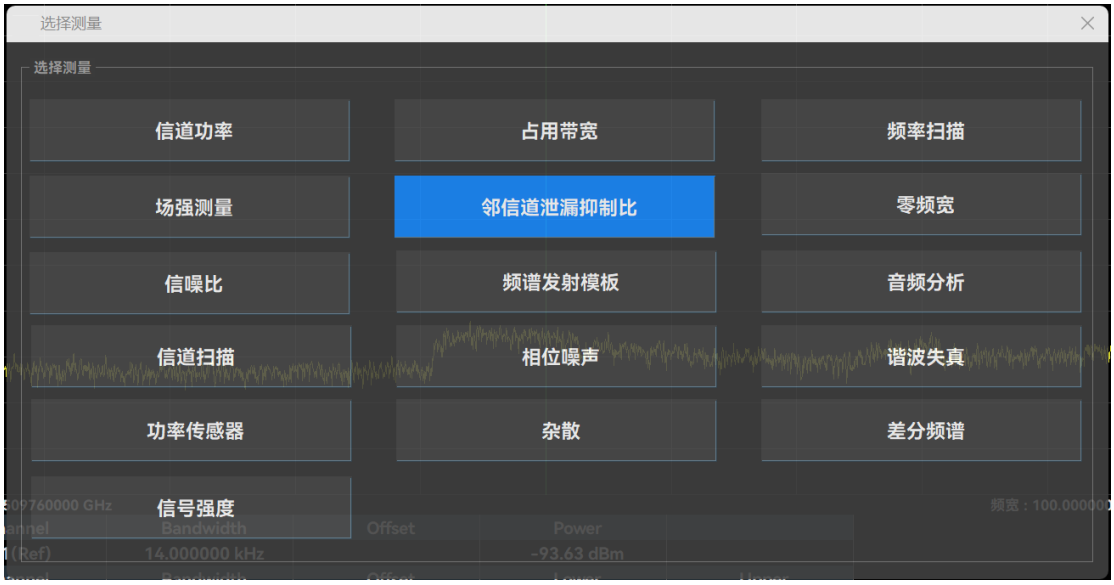

图 5.14 选择测量界面图
- 按【**测量**】，选择【**邻信道泄漏抑制比**】测试功能，界面显示如图 5.14 所示: